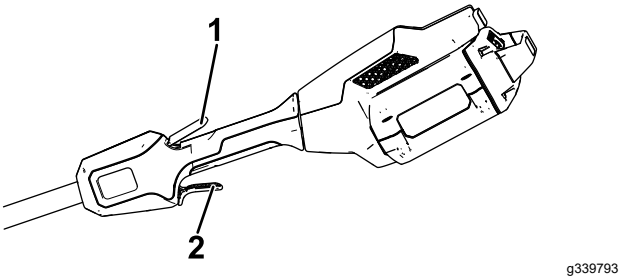

Figure 11
4. Pour mettre la débroussailleuse en marche, appuyez sur la gâchette de verrouillage, puis serrez la gâchette de marche (Figure 11).